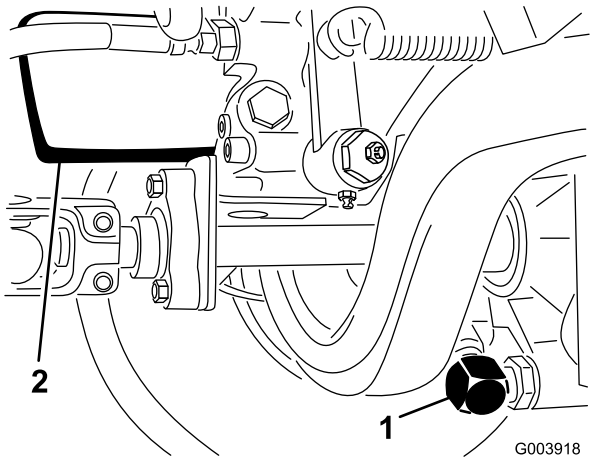

Figur 63
2. Rengør området omkring sugelinjen ved bunden af transmissionen (Figur 63), og anbring en bakke under linjen.
2. Rengør området rundt om filtermonterings-området (Figur 63), og sæt en bakke under filteret.